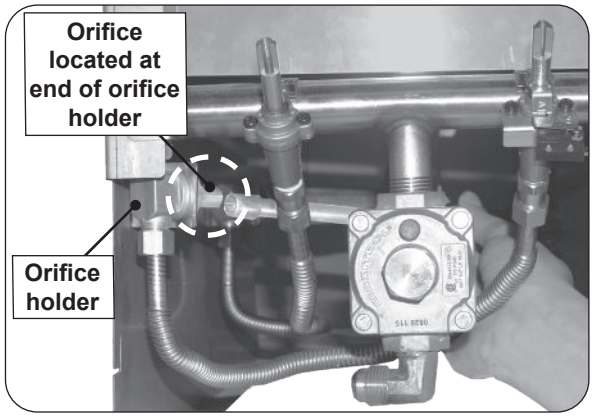

Fig. 41-1 Orifice locations
4. Using a 3/8" socket nut driver, remove the orifice from the orifice holder (see Fig. 41-1) and check the number stamped on the orifice face.